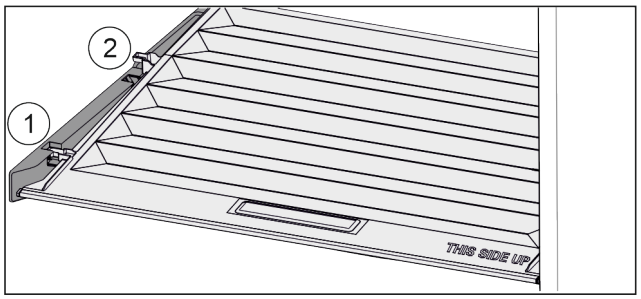

Fig. 68
▶ Pull the lid up at the front to the opening in the retaining parts *Fig. 68 (1)*.
▶ Lift from the back and pull it up and out *Fig. 68 (2)*.